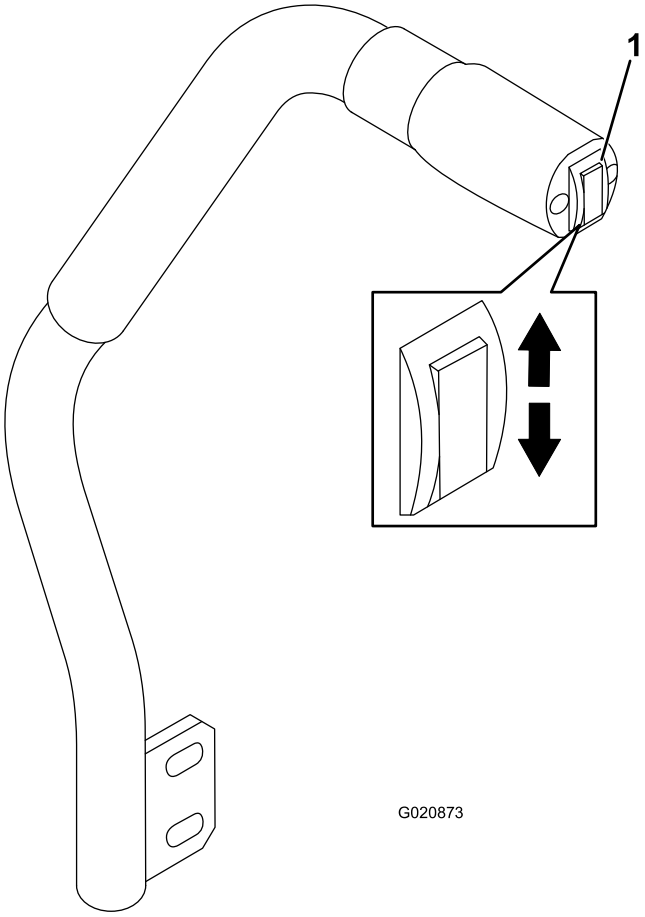

Figur 24
Løftebryteren for klippeenheten hever og senker klippeenheten (Figur 24). Motoren må gå for at du skal kunne bruke denne spaken.
- For å senke klippeenheten, skyver du løftebryteren ned (Figur 24).
- For å heve klippeenheten, skyver du løftebryteren opp (Figur 24).
1. Mens motoren er i gang, skyv løftebryteren for klippeenheten opp til klippeenheten er hevet helt opp, og **slipp bryteren umiddelbart** (Figur 24).